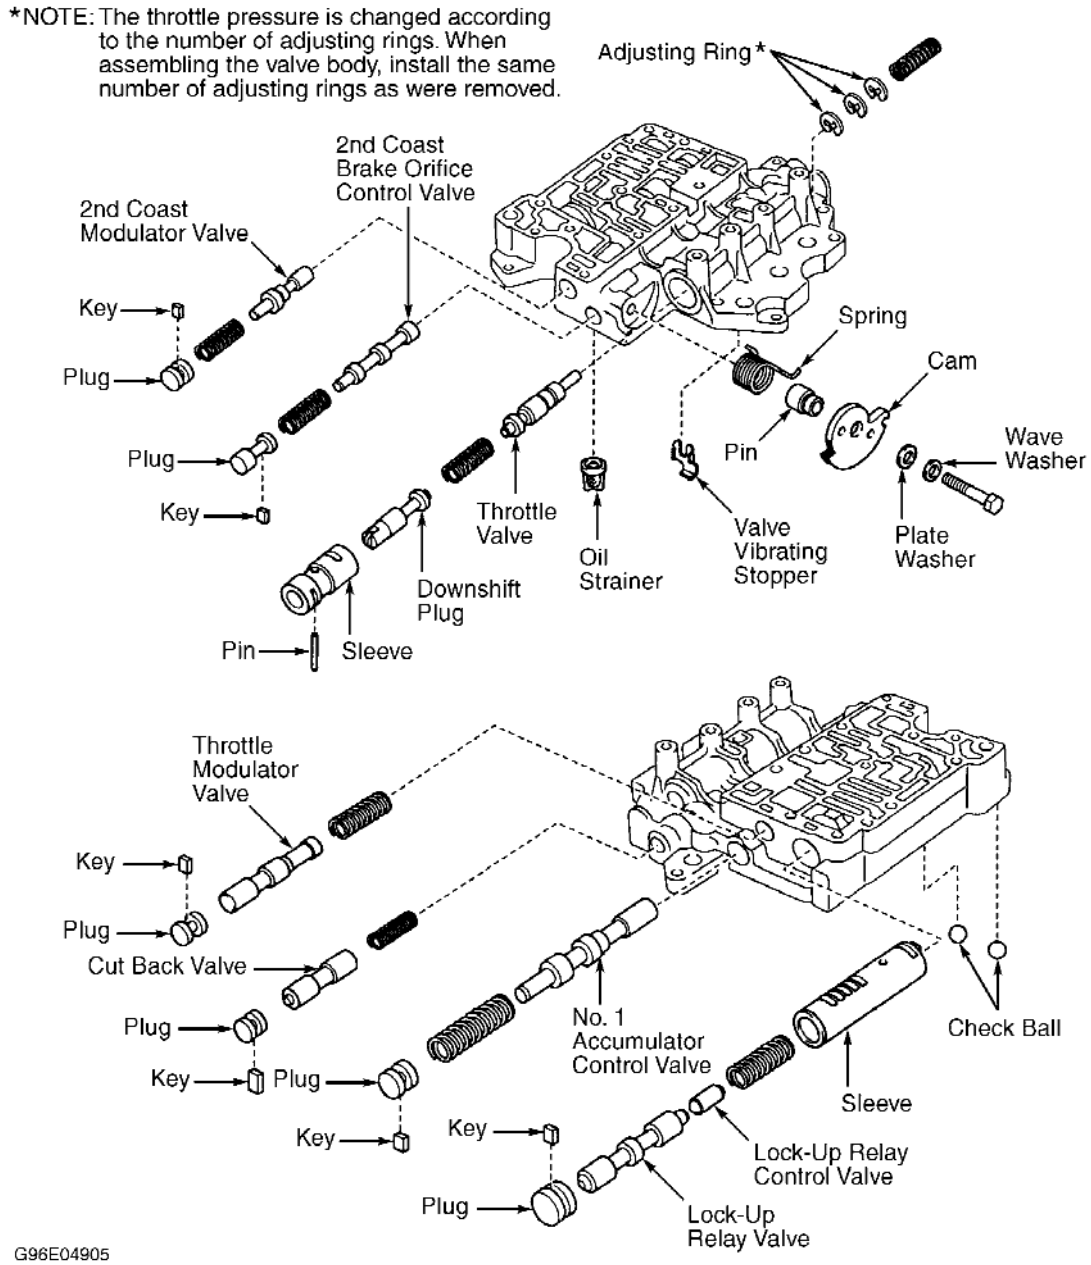
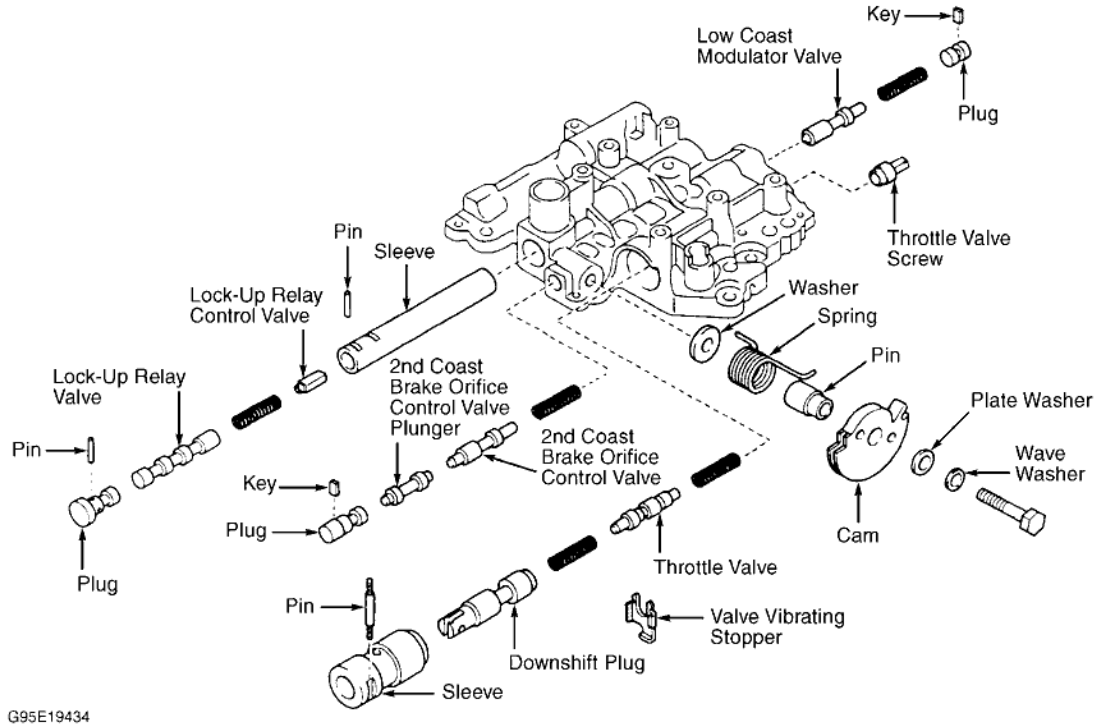

Fig. 35: Exploded View Of A-540E & A-540H Upper Valve Body (Viewed From Both Ends)
Fig. 36: Exploded View Of A-541E Upper Valve Body
2. Measure upper valve body valve spring free height. Replace any spring if specification is exceeded. See appropriate **UPPER VALVE BODY VALVE SPRING SPECIFICATIONS** table. Clean all components with solvent and lubricate with ATF. For parts identification, see **Fig. 35** and **Fig. 36** .